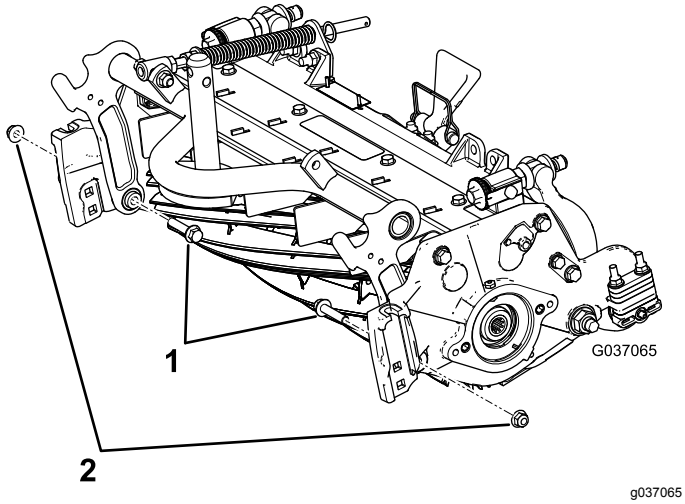

**Figur 7**
B. Montera de två befintliga flänsskruvarna från insidan av klippenheten och fäst dem med ⅜ tums flänslåsmuttrarna (Figur 7).